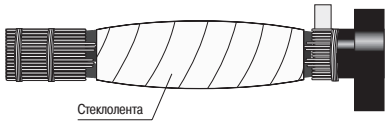

Рисунок 12
4.20 Произвести стягивающую намотку стеклоленты на жилы кабелей с 50 %-ным перекрытием при одновременном сжатии жил друг с другом (рисунок 12).